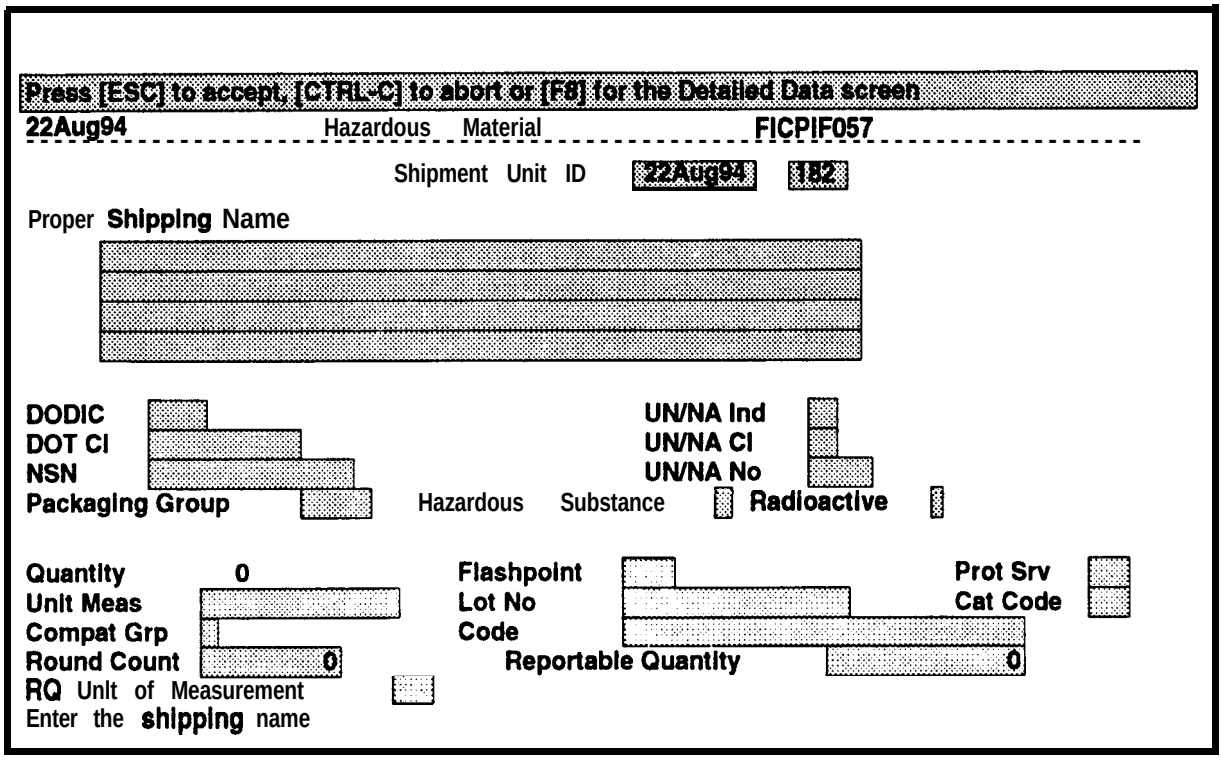

Figure 1 I-51. Hazardous Material Screen
(1) Enter the new information by typing over the displayed information and press **RETURN.** The data associated with the new entry will be displayed.
(2) Repeat the procedures in paragraphs **p.** and **(1)** above until all the entries are correct.
q. As necessary, press F7 to add GBL Item Remarks. The Item Description Remarks window will be dismayed as shown in Figure 1 l-48.
(1) Enter the **GBL Item Description Remarks** or change the existing remarks by typing over the displayed information. As necessary, use the cursor control keys to reposition the cursor.
(2) When all the changes have been made, press **ESC** to save your changes. The cursor will return to the Shipment Units screen.
r. When all of your entries are correct, press **F9** or **ESC.** The RFT Equipment Help window will be displayed, as shown in Figure 1 l-49 with a list of equipment in your Request for Transportation.
s. Use the cursor control keys to highlight the piece of equipment to be included in this Shipment Unit and press **ESC**. The Shipment Units Detail Data screen will be displayed as shown in Figure 1 1-50 and the cursor will be in the **Unit** of Issue field.
v. If **you** enter **y** in the **Ammunition, Hazardous/Sensitive Material Indicator** field, you will access the Hazardous Material screen, as shown in Figure 1 1-51, before you are allowed to **ESCAPE** back to the SHIPMENT UNITS: ring menu. This screen will not be displayed when this field is blank,
a. Select **Modify** from the SHIPMENT UNITS: ring menu. **The** cursor will move to the **Ship Unit ld** field of the Shipment Units screen (Figure 1 l-47, page 1 l-187).
(1) As necessary, press **RETURN** until the cursor is in the field where you want to make the change.
(2) Enter the new data by typing over the displayed information.
(3) Repeat the procedures in paragraph (2) and (3) above until all the necessary changes have been made in the Shipment Unit screen.
c. As necessary, press F7 to display the Item Description Remarks window (Figure 1 l-48, page 1 l-191).
(1) As necessary, use the cursor control keys to position the cursor at the location where you want to make the change.
(2) Enter the **GBL Item Description Remarks** or change the existing remarks by typing over the displayed information.
(3) When all the changes have been made, press **ESC** to save your changes. The cursor will return to the Shipment Units screen.
d. As necessary, press **F9** to display the Shipment Units Detail Data screen (Figure 1 l-50, page 1 l-193).
(2) Enter **the** new data by typing over the displayed information.
(a) The Hazardous Material screen, as shown in Figure 1 **1-51** (page 1 **1-196),** can **be** accessed in three ways:
a. Select **Delete** from the SHIPMENT UNITS: ring menu. The cursor will move to the **Ship Unit Id** field of the Shipment Units screen (Figure 1 l-47, page 1 l-187).
c. Press F9 to display the Shipment Unit Detail Data screen (Figure 1 l-50, page 1 l-193). The detailed information will be displayed with a prompt:
a. Select **Query** from the SHIPMENT UNITS: ring menu. The Query Shipment Units screen will be displayed as shown in Figure 1 l-52. The cursor will be in the first part of the **Ship Unit Id** field.